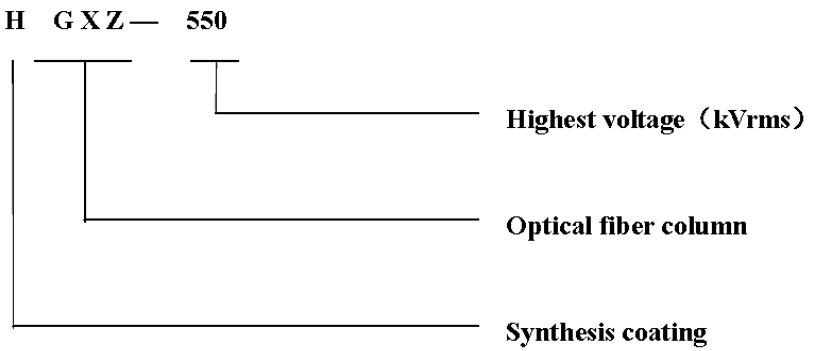

Figure 1: Model description
- The configuration seen in **Figure 1**;
- The relative dimensions in Figure 1 can be found in below **Table 2**.